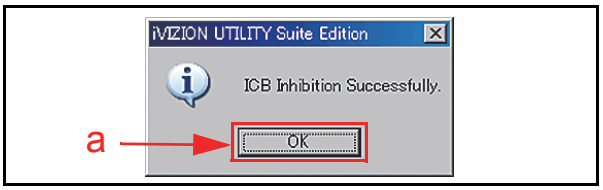

Figure 6-82 Inhibit Setting Completion
2. When the ICB Inhibit Function in a Cash Box is properly set, the "ICB Inhibition Successfully" pop-up Dialog Message Window shown in Figure 6-82 will appear.
3. Mouse-click on the "OK" Screen Button (See Figure 6-82 a) to accept the reported message.